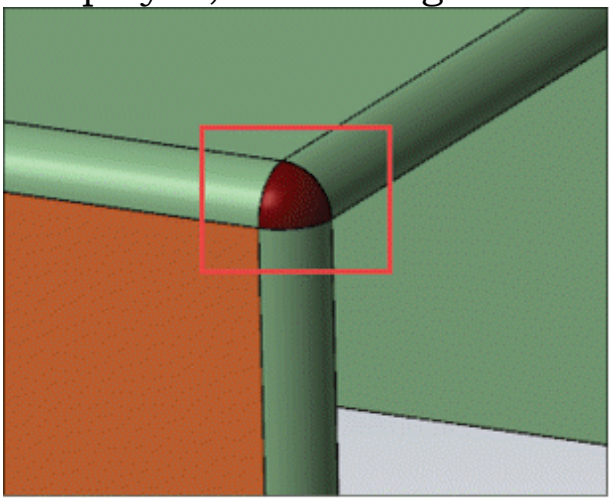

Figure-68. Preview of three fillet blend
- One by one select the three fillet surfaces. Preview of blend surface will be displayed; refer to Figure-68.